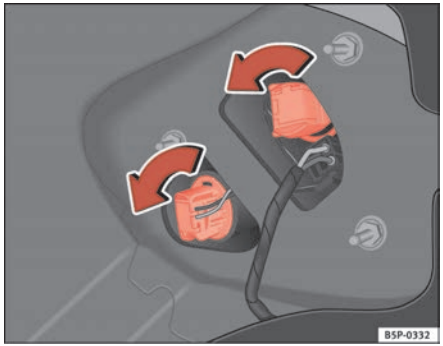

Fig. 189 Lights on vehicle body
– Turn the lampholder to the left ⇒ fig. 189.